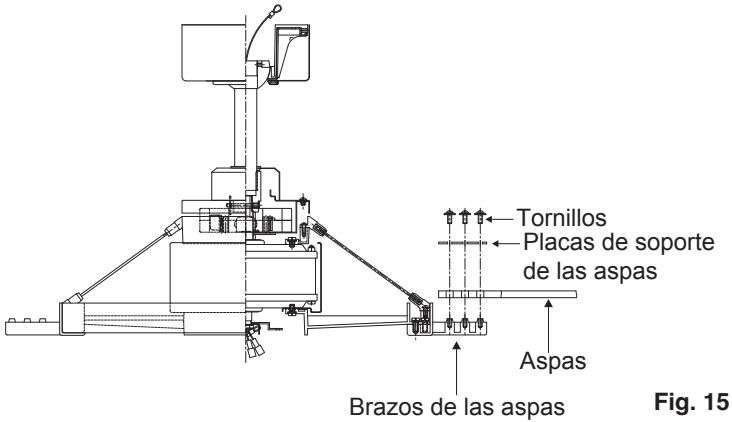

Fig. 15
Paso 1. Alinee los orificios del aspa con los orificios del motor y asegure el aspa con los tornillos y las arandelas plana proporcionados. (Fig. 15)